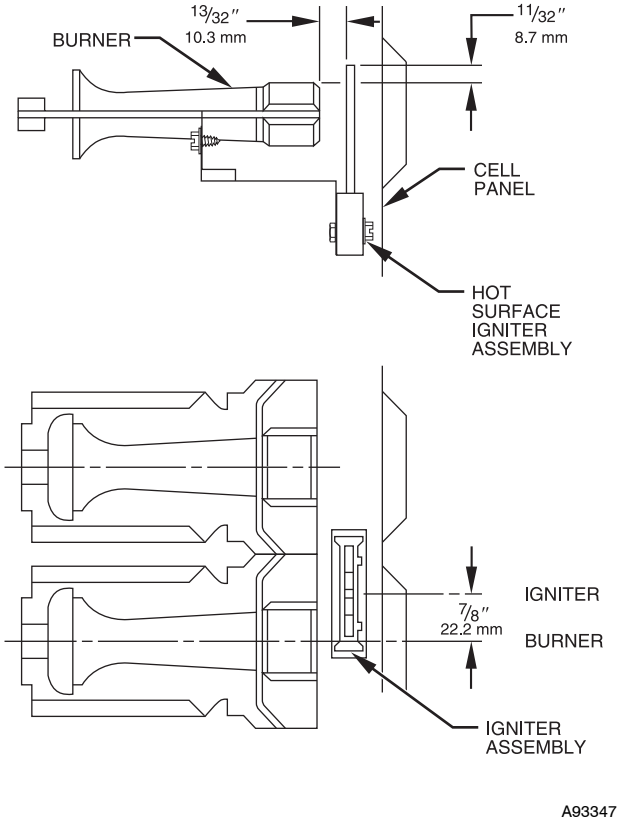

**Fig. 40 - Silicon Carbide Igniters**
7. For Silicon Carbide igniters, see Fig. 40.